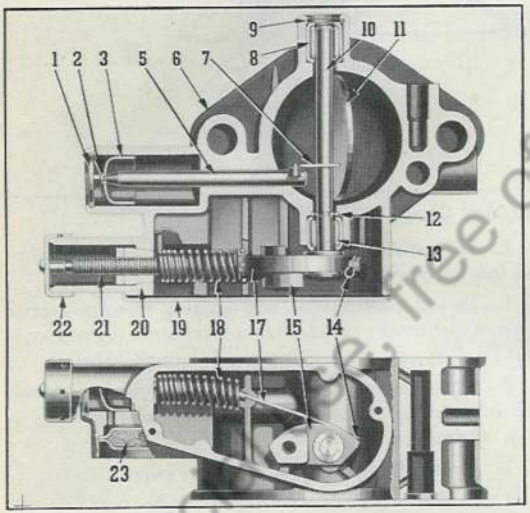

Fig. 26 Sectional View of Governor
Velocity type governor, illustrated in Fig. 26, is mounted between carbureter and intake manifold and is used to protect engine by limiting engine r.p.m. Governor is adjusted for correct engine speed and sealed at factory.
C. Governor Adjustment—A speed adjustment (22, Fig. 26) is provided on governor which is set and sealed at factory. This adjustment should not be changed from factory setting. In the event operation of vehicle indicates an adjustment necessary, this is in reality an indication that governor should be removed from vehicle and cleaned.
E. To Disassemble Governor—Governor may be disassembled for cleaning or repair in following manner. A special Handy Wrench is required to properly repair governor and is referred to in the following instructions by Handy number. (Refer to Fig. 26 for caption numbers in parenthesis.)